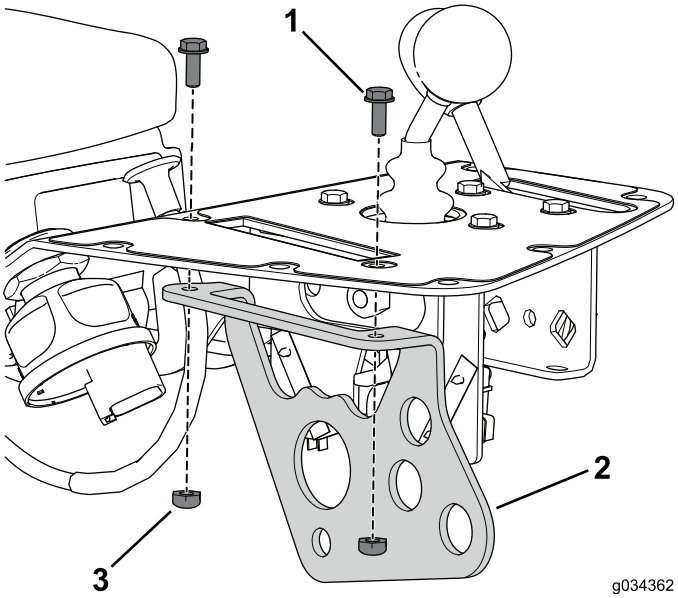

图9
8. 卸下并丢弃将功能控制装置支架固定至控制台总成的 2 个螺栓和螺母（图9）。